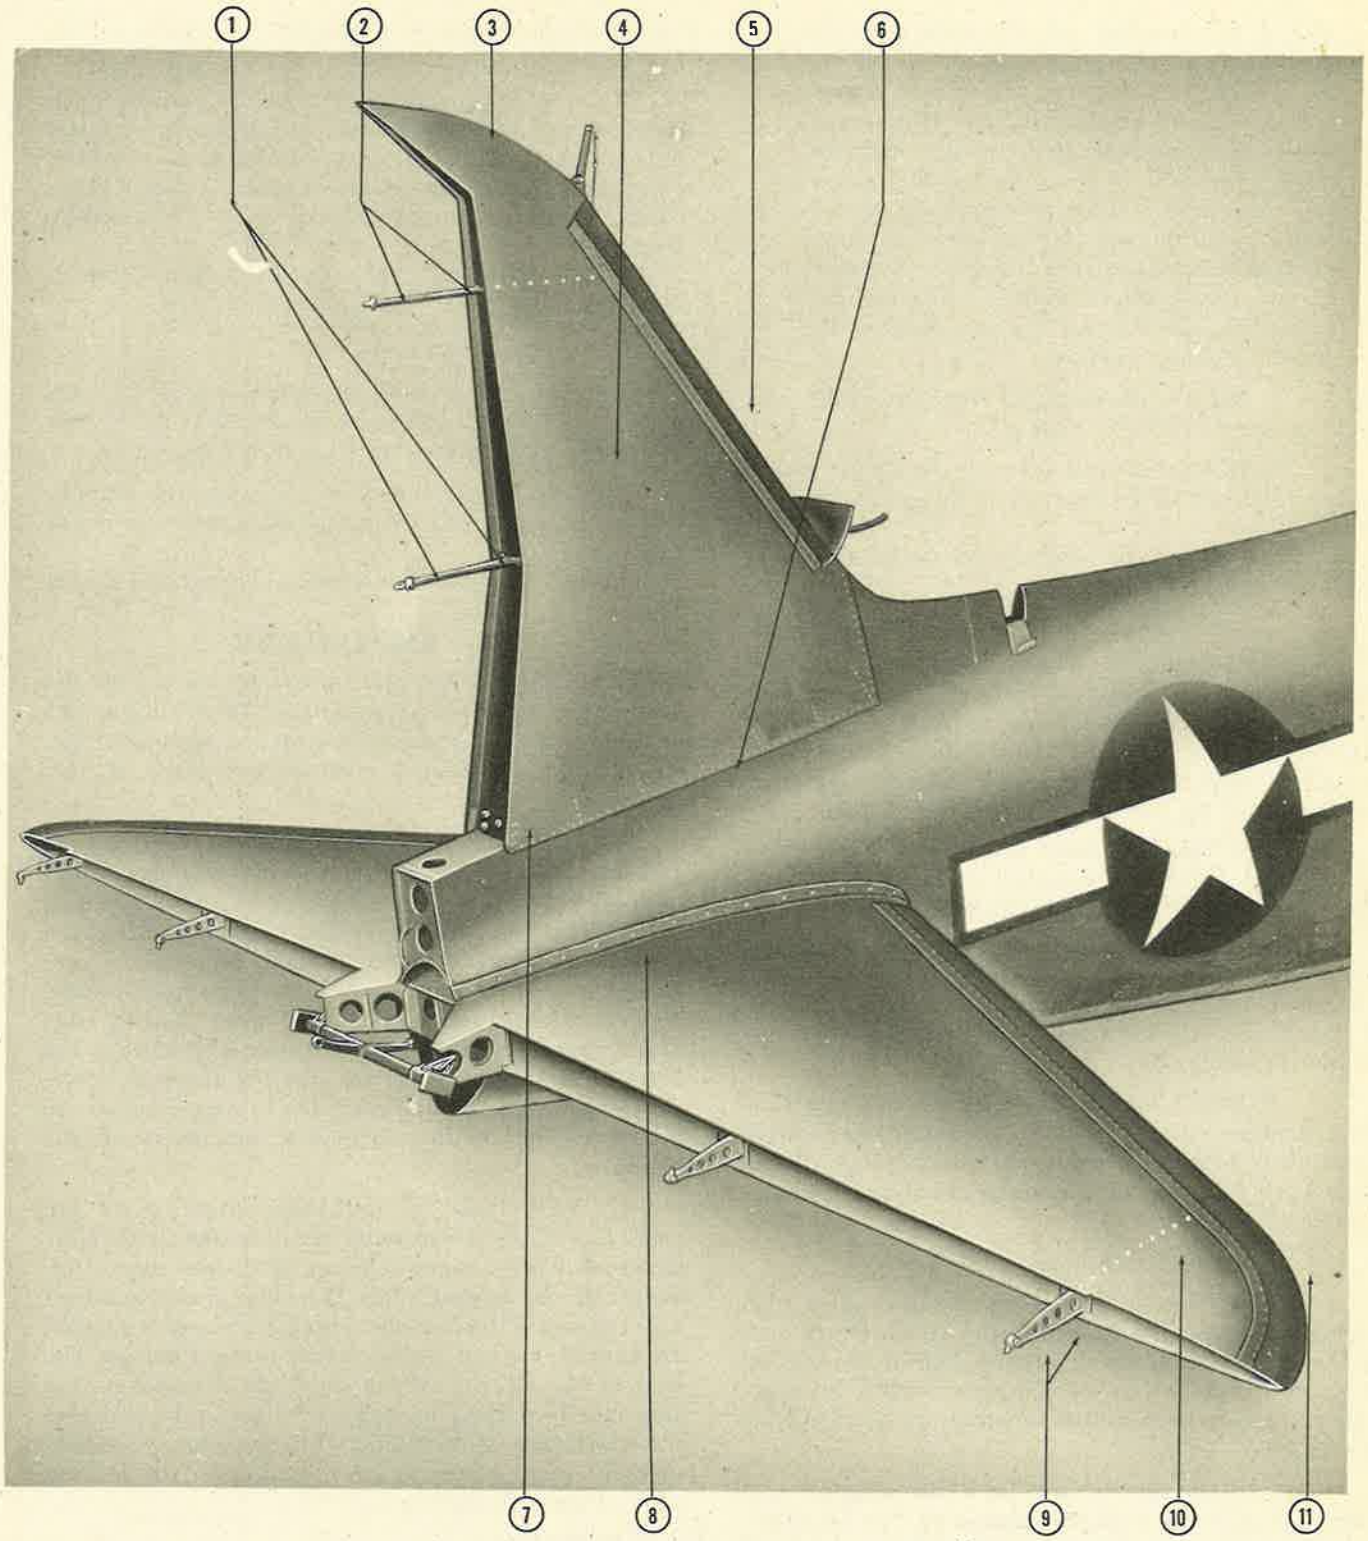

Figure 120—Vertical and Horizontal Stabilizers
KEY TO FIGURE 120
a. DESCRIPTION.—The empennage consists of the vertical and horizontal stabilizers (figure 120), the elevators, and the rudder. Information about the elevators and the rudder is given in paragraph 12, this section.
(1) HORIZONTAL STABILIZER. *(See figures 120 and 121.)*—The horizontal stabilizer is an aluminum-alloy structure consisting of two interchangeable halves. The two parts are bolted together, but for the purpose of removal and installation, they may be considered as a single unit. Each of the parts has a removable tip. A de-icer shoe is installed on the leading edge of each part. The horizontal stabilizer is attached to the fuselage by bolts which are inserted through flange plates riveted to the stabilizer. Four hinge brackets are bolted to the stabilizer ribs for attachment of the elevators.
(2) VERTICAL STABILIZER. *(See figures 120 and 122.)*—The vertical stabilizer is an aluminum-alloy structure with a removable tip. A de-icer shoe is installed on the leading edge. The sides of the stabilizer are attached to the fuselage with machine screws which are turned into nut plates riveted to the fuselage. The base of the aft end of the stabilizer is bolted to the fuselage. Two hinge fittings are bolted to the structure for attachment of the rudder. Two lugs for the attachment of radio antennas are provided on the leading edge of the stabilizer tip.